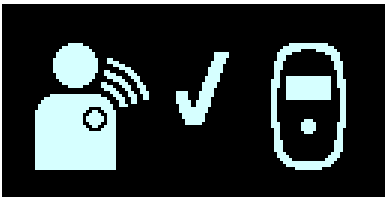

Rysunek 14: Ekran powodzenia pobierania danych z IPG
5. Gdy ładowarka Vesta pomyślnie zakończy pobieranie danych, wyświetli ekran powodzenia pobierania danych z IPG oraz wyemituje 3 krótkie sygnały dźwiękowe. Migający znacznik wyboru wskazuje, że ładowarka Vesta mogła pomyślnie pobrać informacje z wszczepionego urządzenia. **Patrz Rysunek 14.**